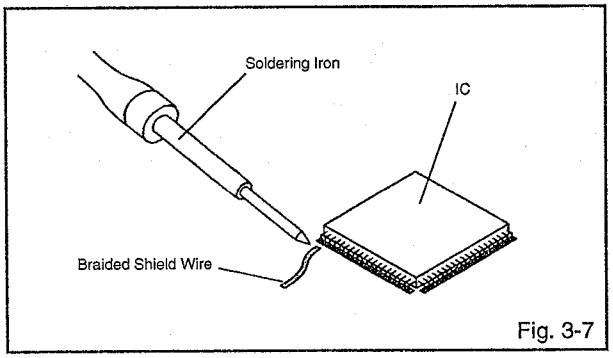

Fig. 3-7
3. Absorb the solder left on the lead using the Braided Shield Wire. **(Refer to Fig. 3-7.)**